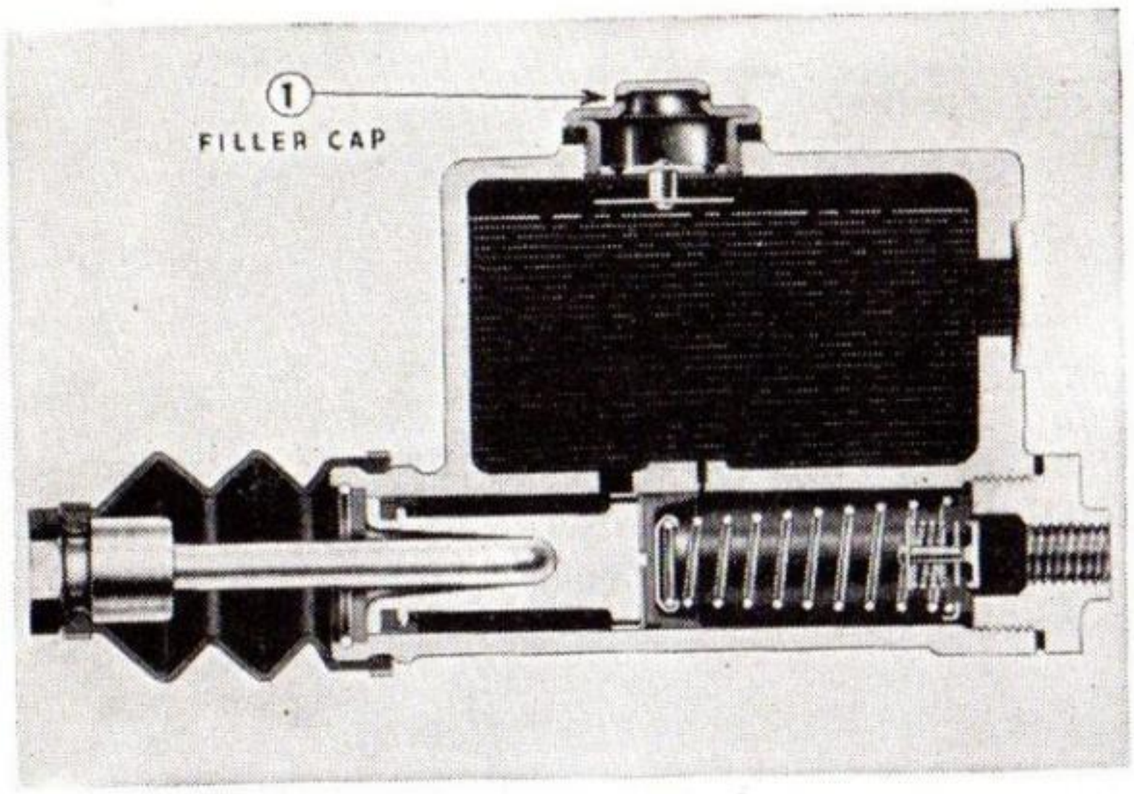
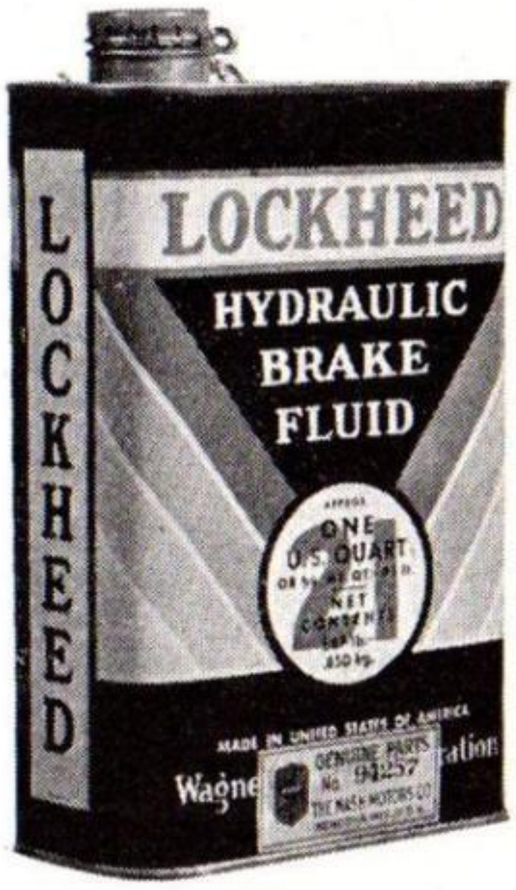

Fig. 48
Fig. 52
MASTER CYLINDER—Fig. 48: The master cylinder is located under the floor board at the left side and it is important that at all times the cylinder be kept at least half full of fluid. Insufficient fluid may result in air entering the lines, in which case it will be necessary to bleed the system.
BRAKE FLUID—Fig. 52: CAUTION—It is extremely important that only genuine Lockheed brake fluid No. 21 be used with brake system. This can be obtained from Nash dealers. To fill master cylinder remove plug (1), Fig. 48. Be careful that dirt does not enter cylinder.
With wrench (4) loosen the bleeder connection ¾ of a turn. Insert end of bleeder tube in glass container partially filled with hydraulic fluid so that any air which is in the system can be observed bubbling through it. Be sure that the master cylinder reservoir is filled with fluid. Clean off all dirt from around filler plug (1) Fig. 48, before removing it. Be sure reservoir is filled with fluid during entire bleeding operation. Alternately depress and release brake pedal 10 times. This will flush all of the air out of the line leading to that wheel and the bleeder tube can be disconnected from the wheel cylinder and the small screw replaced. This should be done on all four wheels unless the pedal action is restored after bleeding one or more of them. Do not use fluid that is taken out—use new fluid at all times.